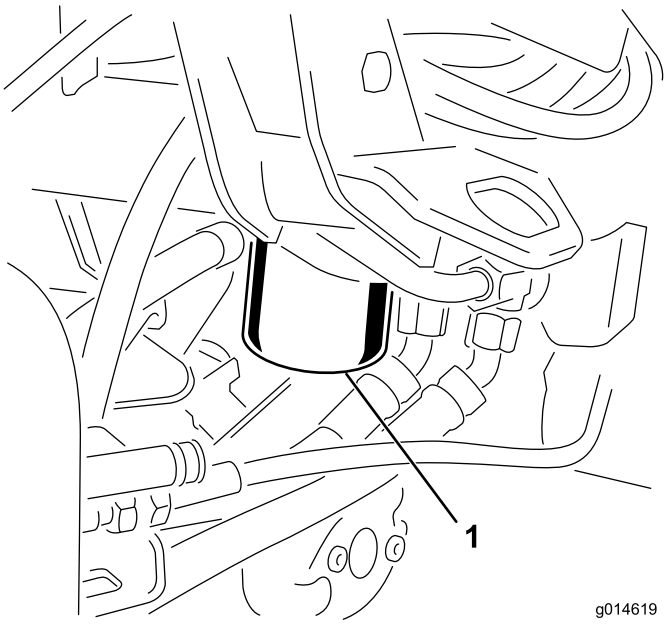

Figur 51
1. Rengjør området rundt der filteret skal festes (Figur 51). Plasser et tappefat under filteret, og ta ut filteret.